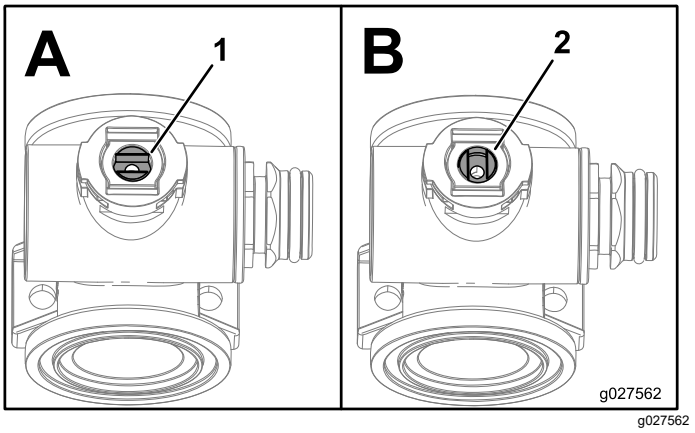

Figur 76
1. Placera ventilskaftet så att ventilen är stängd (B i Figur 76).